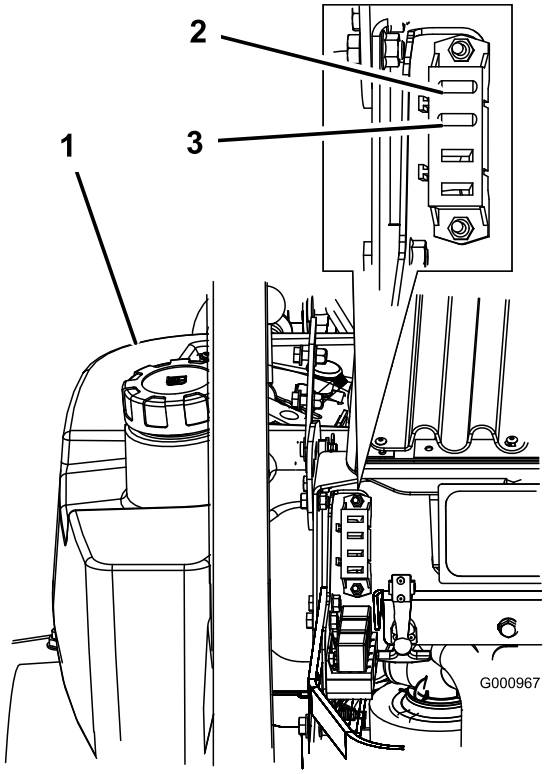

Figura 46
1. Desenganche el capó del motor y levántelo para tener acceso al portafusibles (Figura 46).
3. Instale un fusible nuevo (Figura 46).